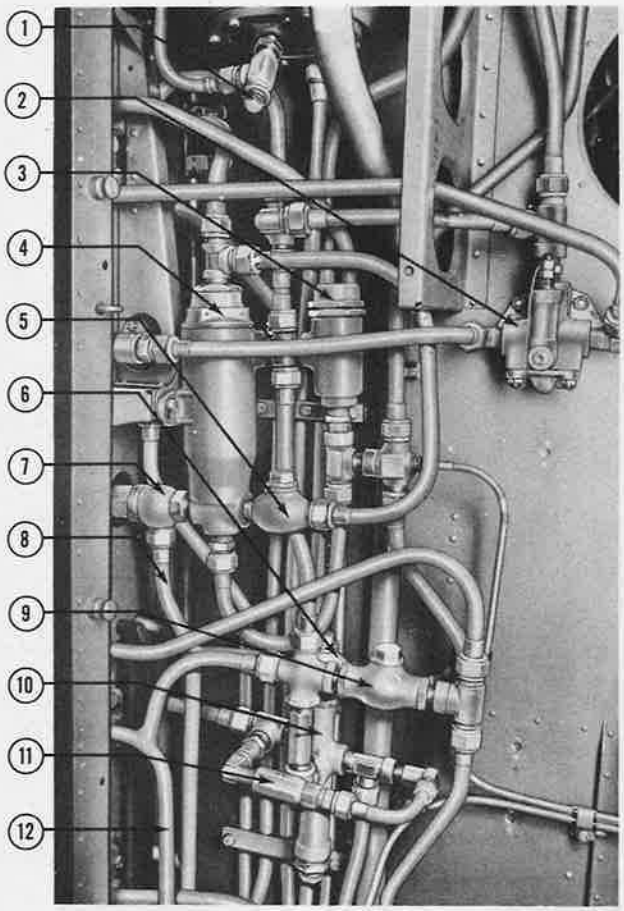

Figure 362—Hydraulic Control Panel (Rear View)
2. DISASSEMBLY.—Refer to figure 362 if it is necessary to disassemble the panel assembly.
1. ASSEMBLY.—To assemble the hydraulic control panel refer to figure 362.